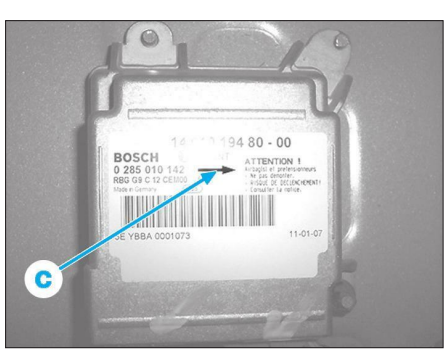

**Fig. 17**
*A la repose diriger impérativement la flèche portée sur le calculateur vers l'avant du véhicule (c) **(Fig.17)**.*